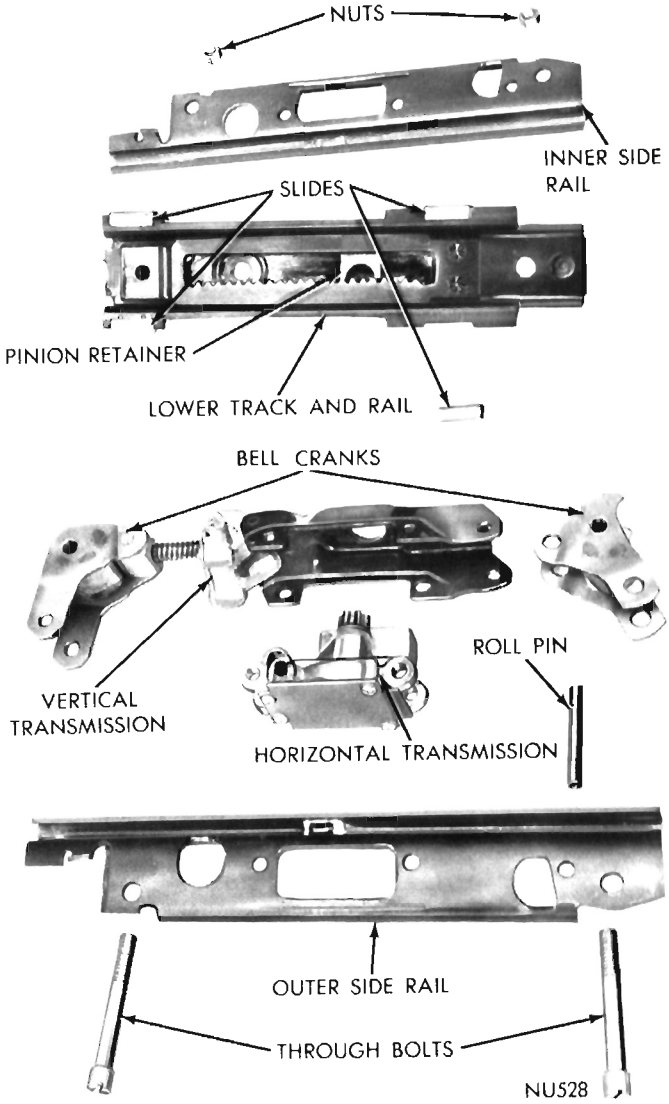

Fig. 6—Side Rail (Disassembled)
(1) Remove seat assembly from vehicle following procedure outlined under, "Seat Assembly and Adjuster."
(2) Remove motor assembly following procedure outlined under, "Motor."
(3) Fasten a 10 inch "C" clamp from the mounting base assembly to the upper channel assembly just tight enough to keep it in place while removing cotter key and the front (5/16″) clevis pin.
(4) After clevis pin is removed slowly release the tension on the vertical spring.
(5) Remove cotter key and rear (3/8″) clevis pin and upper channel assembly.
(6) Remove horizontal spring.
(7) Remove the through bolts from each end of the side rail assembly.
(8) Remove the through bolts from the transmission assemblies and separate rails and transmission assemblies (Fig. 6).